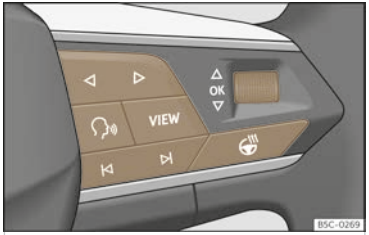

Fig. 10 Right side of multifunction steering wheel: buttons to the menus and informative indications on the instrument panel (depending on the version).
As long as a priority 1 >>> page 23 warning is active, it will not be possible to access any menu. Some warnings can be confirmed and hidden with the OK button of the multifunction steering wheel >>> Fig. 10.
- If a message or vehicle symbol is displayed, press the OK button >>> Fig. 10; several times if necessary.